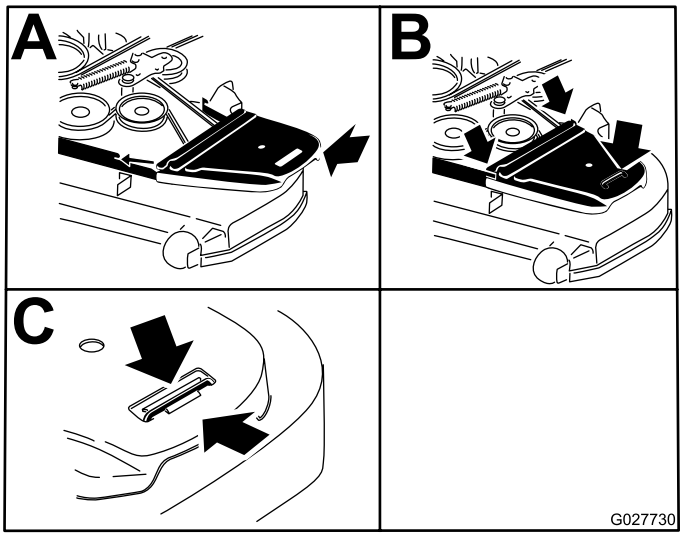

Figur 77
14. Montera remkåporna och skruvarna som fäster dem (Figur 77).